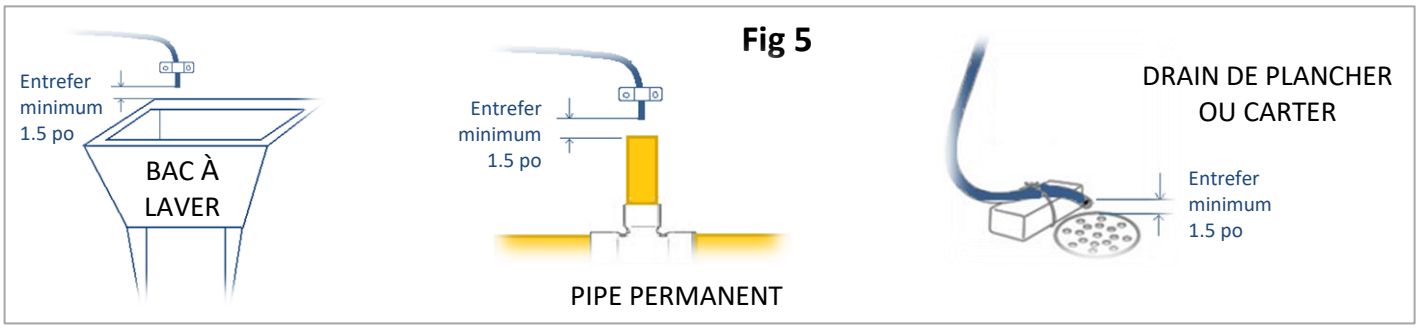

Fig 5
- Faire passer la conduite de vidange dans un bac à linge à proximité, dans un tuyau sur pied ou dans un siphon de sol (**fig 5**) et couper l'excès de tuyauterie.
REMARQUE: Vous pouvez acheminer le tube de vidange jusqu'à un évier de buanderie ou un tuyau de vidange, soit par le plafond (8 pi de haut max), soit par le plancher. Utilisez des colliers de serrage pour maintenir le tuyau de vidange en place. Augmenter la taille du ligne à ¾ po serait requis si le tuyau doit étendre plus de 15 pi de l'adoucisseur. Veuillez vous assurer que l'installation du tuyau de vidange respecte tous les règlements locaux en vigueur. LE TUYAU DE VIDANGE NE DEVRAIT JAMAIS ÊTRE RACCORDÉ DIRECTEMENT À UN TUYAU D'ÉGOUT. L'INSTALLATION DOIT COMPORTER UNE COUPURE ANTIRETOUR D'AU MOINS 1.5 PO POUR PRÉVENIR LA REMONTÉE DE BACTÉRIES OU D'EAUX USÉES JUSQU'À L'ADOUCISSEUR (voir fig. 5). Si vous avez d'autres conditionneurs d'eau, tels qu'un filtre en fer, un filtre à charbon, un filtre à tannins, etc., installez et faites fonctionner LA TUYAUTERIE DE DRAINAGE DE CHAQUE UNITÉ SÉPARÉMENT. NE PAS TE (COMBINER) VIDER LES TUBES DES AUTRES UNITÉS.
- Attachez le reste du tuyau de vidange au raccord de débordement et passez à la siphon de sol avec un entrefer approprié, comme indiqué sur la **Fig 5**. Si vous n'avez plus de tuyau de vidange, vous devrez acheter des tuyaux supplémentaires à détaillant local de plomberie. Un collier de serrage est également recommandé pour maintenir le tube sur le raccord. **MISE EN GARDE: NE PAS METTRE LE TUBE DE DEBORDEMENT DANS LA TUBE DE DRAINAGE**